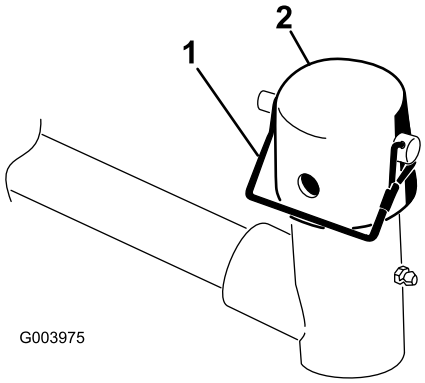

Figuur 6
6. Verwijder de borgpen en het kapje van het juk van het draaipunt van de hefarm (Figuur 6).
10. Bevestig het kapje en de as van het draagframe met de borgpen aan het juk van de hefarm (Figuur 6).